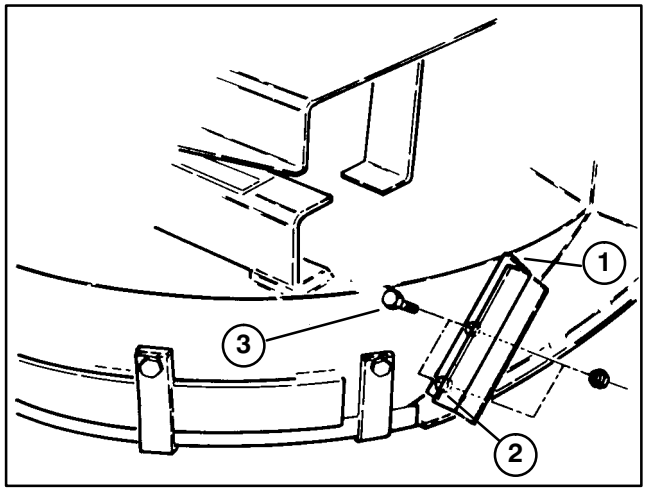

Figure 14
1. Using new deflector stop as a template, set it on the original flat deflector stop (Fig. 14). Assure new deflector stop is flush at the bottom, contacting side of deck, and parallel with outside edge of deflector support.
2. Locate, mark and drill (2) 9/32" dia. holes through old deflector support.
3. Mount new deflector support to old deflector stop with (2) 1/4−20 x 3/4" lg. capscrews and 1/4−20 locknuts, as shown in figure 14.